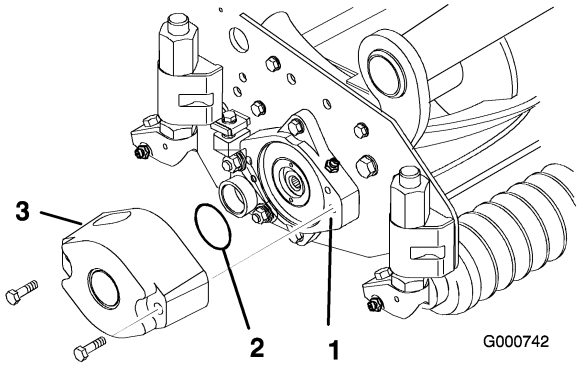
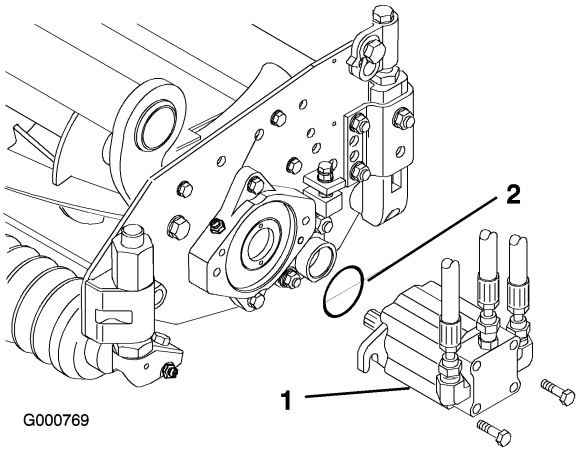

Figur 4
Figur 7
3. Smør en stor O-ring, og monter den i rillen i lejehuset i hver ende af lejehuset (Figur 4 & Figur 7).
4. Monter en kontravægt i den dertil beregnede ende af hver klippeenhed med de medfølgende maskinskruer (Figur 4).
13. Monter motoren på drivenden af klippeenheden, og spænd den fast med de to medfølgende maskinskruer (Figur 7).